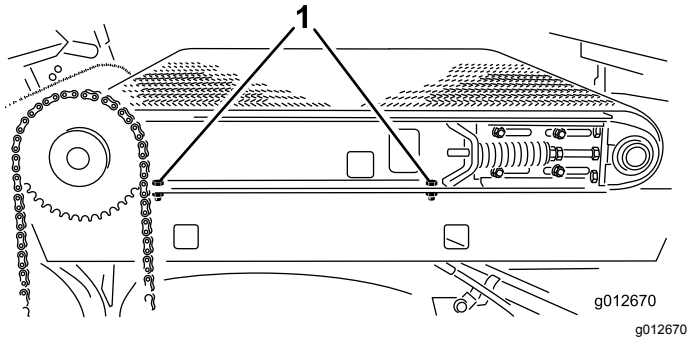

Figur 28
4. På høyre side av maskinen løsner du de to hodeskruene som fester gliderammeskinnen på høyre skjerm (Figur 28). Påse at hodeskruene er løse nok til at skyveplanet kan vippes.